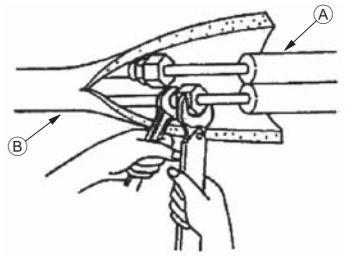

Fig. 4-3
4.3. Трубы хладагента (Fig. 4-3)